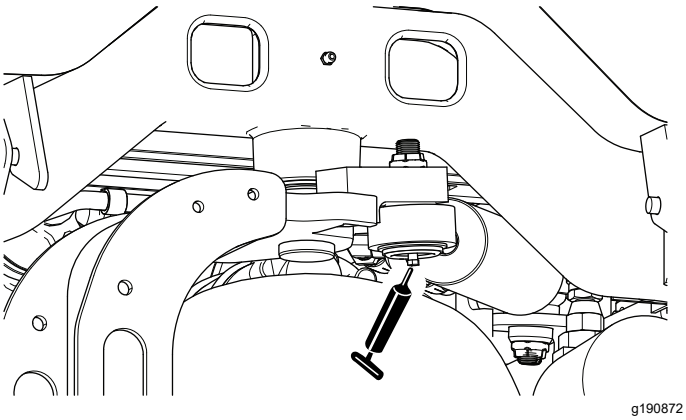

**Figur 56**
**Merk:** Dersom det ønskes, kan en ekstra smørenippel installeres i den andre enden av styresylinderen. Fjern dekket, installer nippelen, smør den, fjern den og installer pluggen (Figur 56).